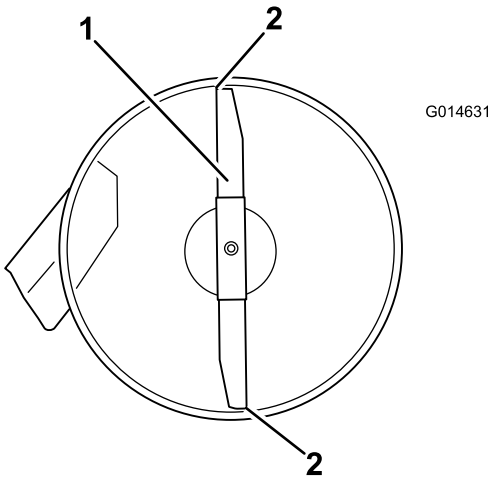
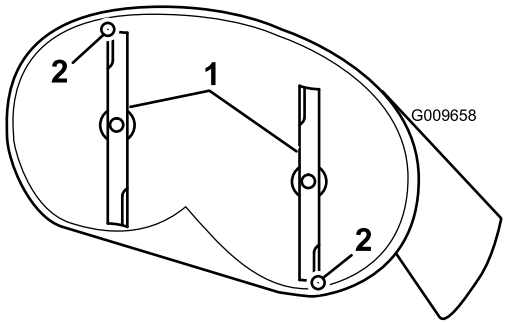

Figur 59
Figur 60
4. Drej forsigtigt knivene, så de vender på langs (Figur 59 og Figur 60).
5. Mål fra spidsen af den forreste skærekniv til den plane overflade og spidsen af den bageste skærekniv til den plane overflade (Figur 59).
9. Efter justering skal du kontrollere den langsgående hældning igen og fortsætte med at justere møtrikken, indtil spidsen på den forreste skærekniv er mellem 1,6 og 7,9 mm lavere end spidsen på den bageste skærekniv (Figur 59).